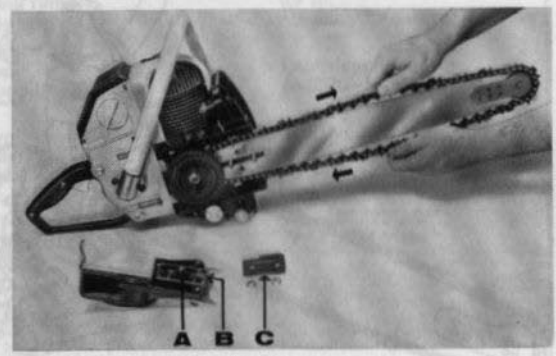

Fig 2. Montering av svärd och kedja
3. Montera mothållet. Se till att dragstyckets tapp, se A i fig 2, för mothållet **passar in i motsvarande hål på svärdet.** Dra till de två muttrarna endast så mycket, att svärdet hålles i läge.
4. Sträck kedjan genom att skruva in justerskruven, se B i fig 2. Kedjan skall vara så spänd, att den följer svärdet även på undersidan. Den skall kunna lyftas 5 mm på svärdets mitt. Kedjan skall lätt kunna dras runt svärdet. **Kör ej med slak kedja.**